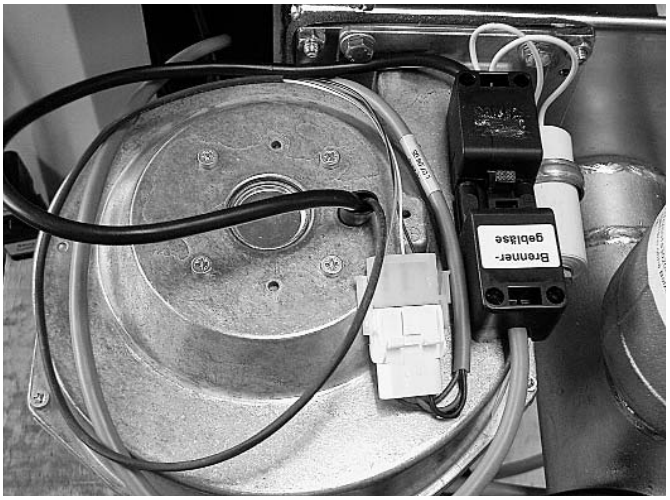

Fig. 58
Collegare il cavo del ventilatore del bruciatore (BG) e il cavo numero di giri della ventola del bruciatore (DZBG) alle controspine della ventola del bruciatore (fig. 58).